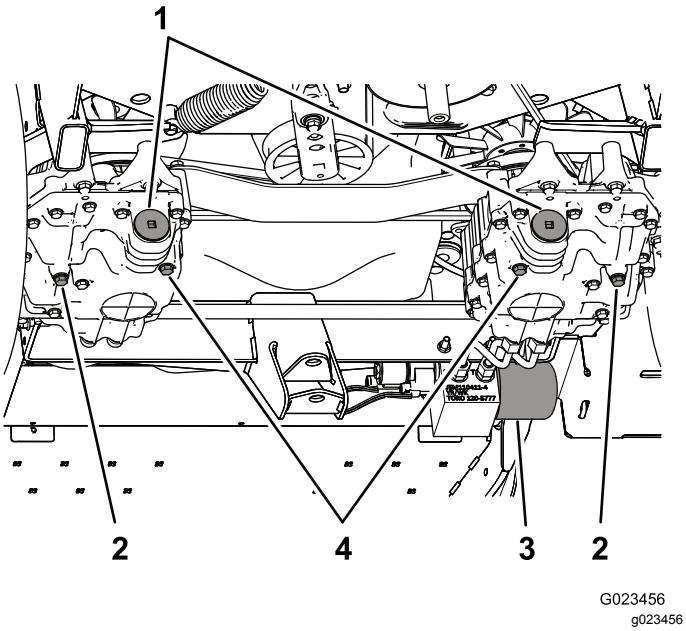

Figur 69
3. Fjern tappepluggen fra pumpen og tappepluggen fra giret (Figur 69).